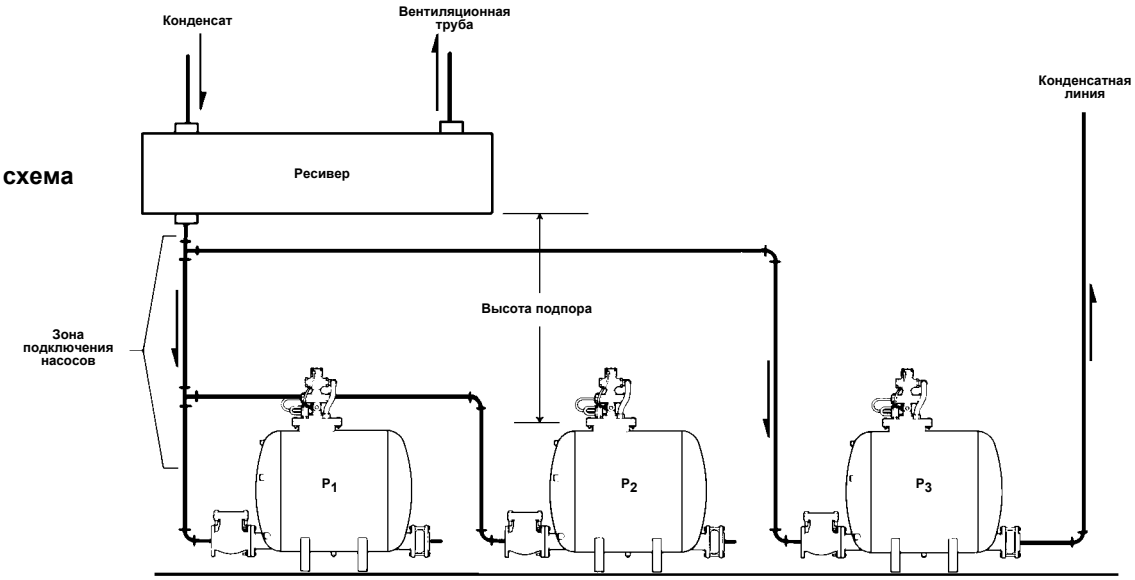

Рис. 7
• Рис. 7 - Схема в которой второй насос подключается автоматически если первый насос не справляется с расходом конденсата.
Рсположение места подключения насоса (P2) к ресиверу выше чем у насоса (P1) дает возможность в первую очередь заполняться насосу (P1) (см. Рис. 7). Место подключение может быть как на ресивере (но ниже уровня воды), так и на подводящей к ресиверу трубе. Таким образом насос (P2) будет автоматически начинать перекачивать конденсат если производительности первого насоса будет не хватать и уровень конденсата в ресивере начет расти.